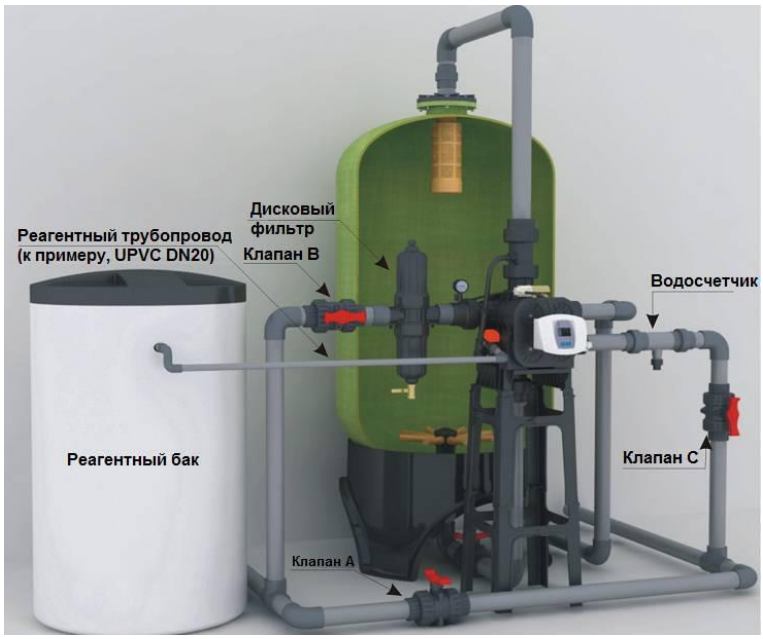

Рис. 4
6. Подключите управляющий клапан к линиям подачи исходной воды, отвода чистой воды и дренажной воды, установив при этом водосчетчик (для F112A3), дисковый фильтр (в комплект не входит) и, как на Рис.4, клапаны A, B и C (к, примеру, шаровые, в комплект не входят).
7. **Подключите клапан к реагентному баку** как показано на Рис.4. Реагентный трубопровод должен иметь менее четырех колен (сгибов), быть коротким и гладким насколько это возможно.